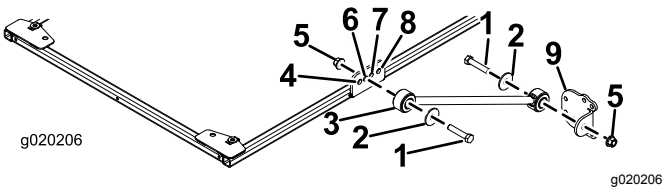

Figuur 21
- Voor modellen 30446, 30446N, 30447 en 30447N monteert u aan elke zijde van het zonneschermframe losjes een steun in het **tweede** gat van de steunbeugel. Gebruik een bout (½" x 2½"), een ring (½") en een flensmoer (½") zoals in Figuur 21.